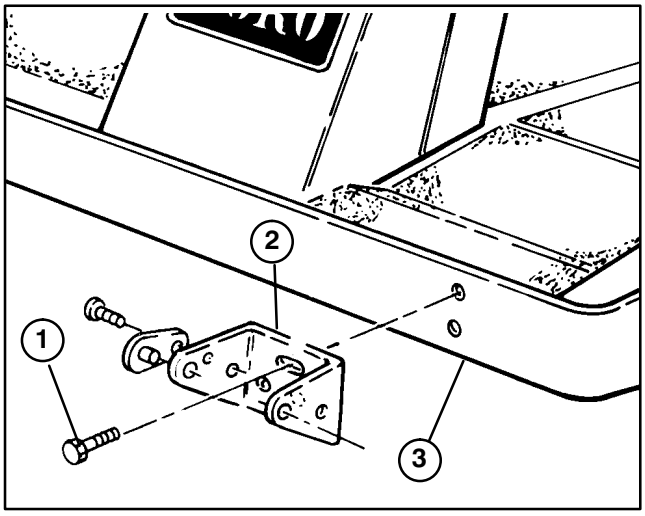

Figure 10
3. To install the mounting brackets, insert (2) 3/8−16 x 1" lg. flangehead capscrews through the slotted bracket holes. Thread the screws into the captivated frame nuts and torque to 45−50 ft−lb (Fig. 10).